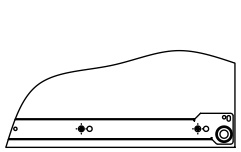

Рис.1
1. При помощи винтов М5х8 установите направляющие длиной 400мм на боковины 3, 4 и направляющие длиной 300мм на опорные боковины 17, 19 при помощи винтов М5х10,5. Внимание: данные направляющие закрепляются во вторые (большие) отверстия (Рис.1). Установите полозки направляющих на выдвижной полке 16.